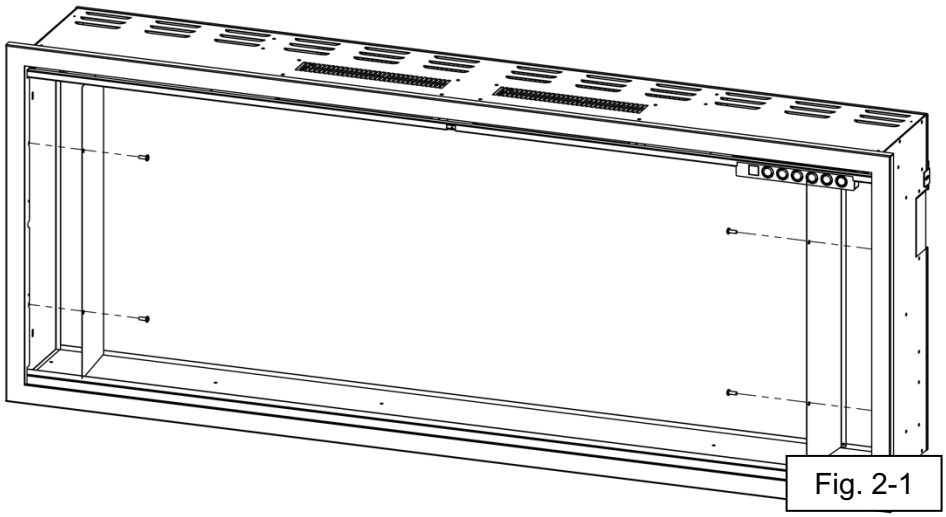

Fig. 2-1
- Remove the four screws (two per side) from the inside of the appliance and remove the interior walls. (Fig. 2-1). Set the screws and walls aside.